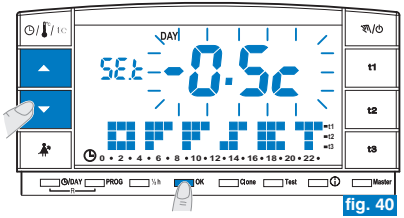

fig. 40
- Con las teclas ▲▼ configurar el valor deseado (ejemplo fig. 40).
- Presionar **OK** para confirmar y regresar al funcionamiento del programa (ejemplo fig. 40).